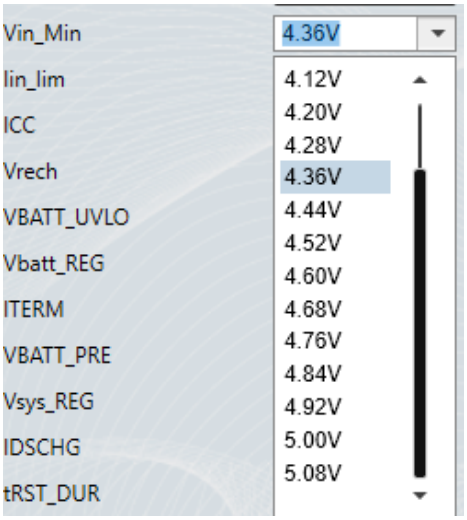

Figure 6: Minimum V_{IN} Setting
2. Figure 6 shows the minimum V_{IN} setting. Set the minimum V_{IN} to 4.36V (the range is 3.88V to 5.08V).